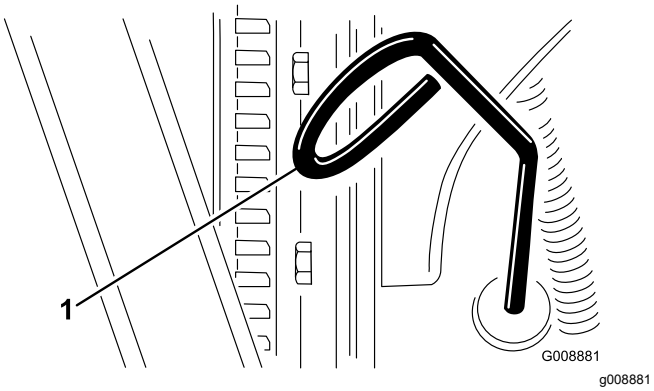

Figure 27
2. Retirez la jauge (Figure 27) et essuyez-la sur un chiffon propre.